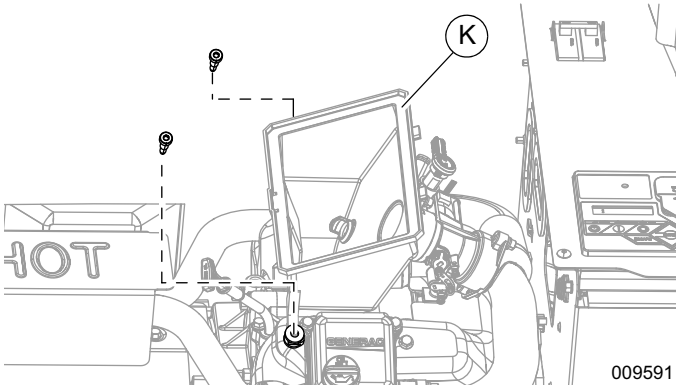

Figure 8. Retrait des vis de la boîte à vent (série 500/1000)
3. Voir ***Figure 8***. Retirez les vis du socle de la boîte à vent (K).